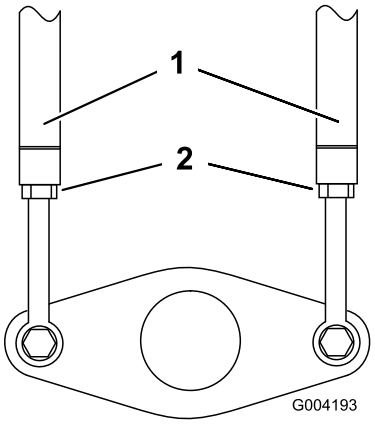

**Figur 54**
3. Lossa kontramuttrarna på drivstängerna, under reglagepanelen (Figur 54).